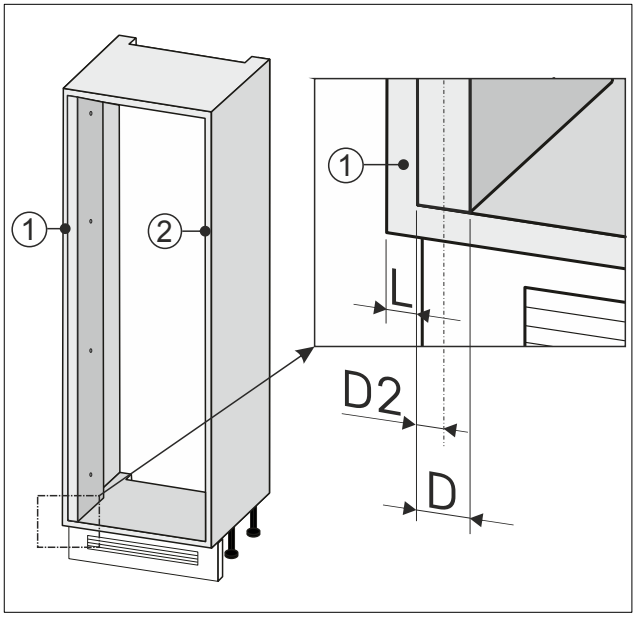

Fig. 89
▶ Poznamenejte si poloviční šířku *Fig. 89 (D2)* stěnového vyrovnání.